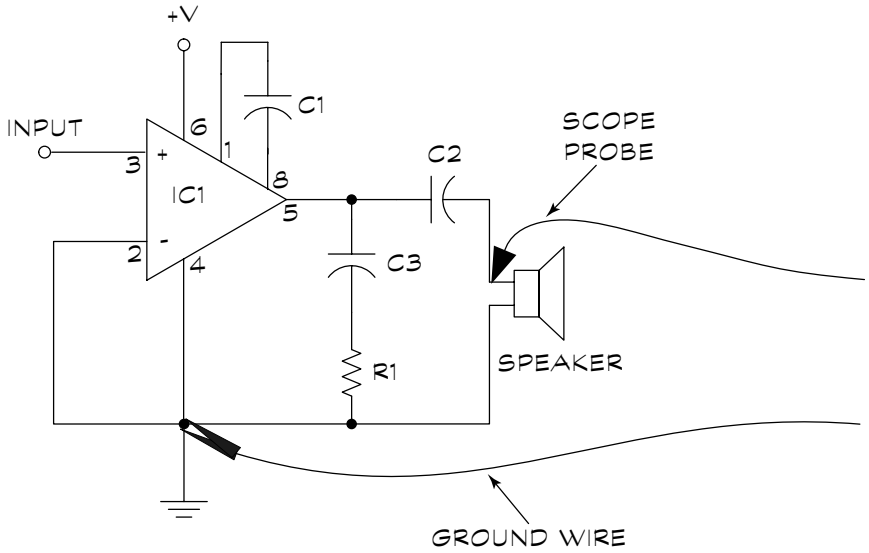

Figure 10-8: When using an oscilloscope, touch the tip of the scope probe to the circuit point that you want to test.
8. **Connect the probe itself to the circuit point that you want to test (you can see this setup in Figure 10-8).**